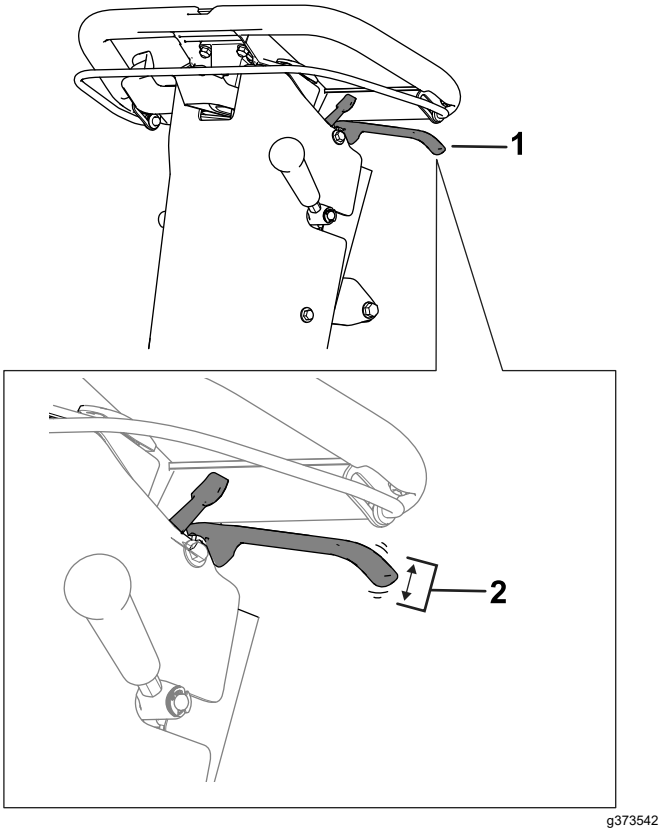

Figura 32
2. Misurate il gioco libero all'estremità della maniglia del freno di stazionamento (Figura 32).